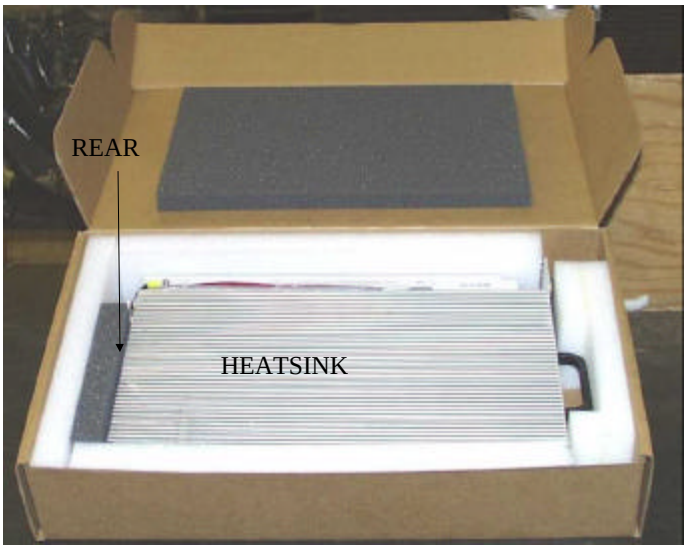

Figure 2: Boxed power amplifier segment.
2. Place the power amplifier segment into the box, as shown in Figure 2. The heatsink should always face up and the connectors on the rear of the power amp segment rest against the soft gray foam for protection.